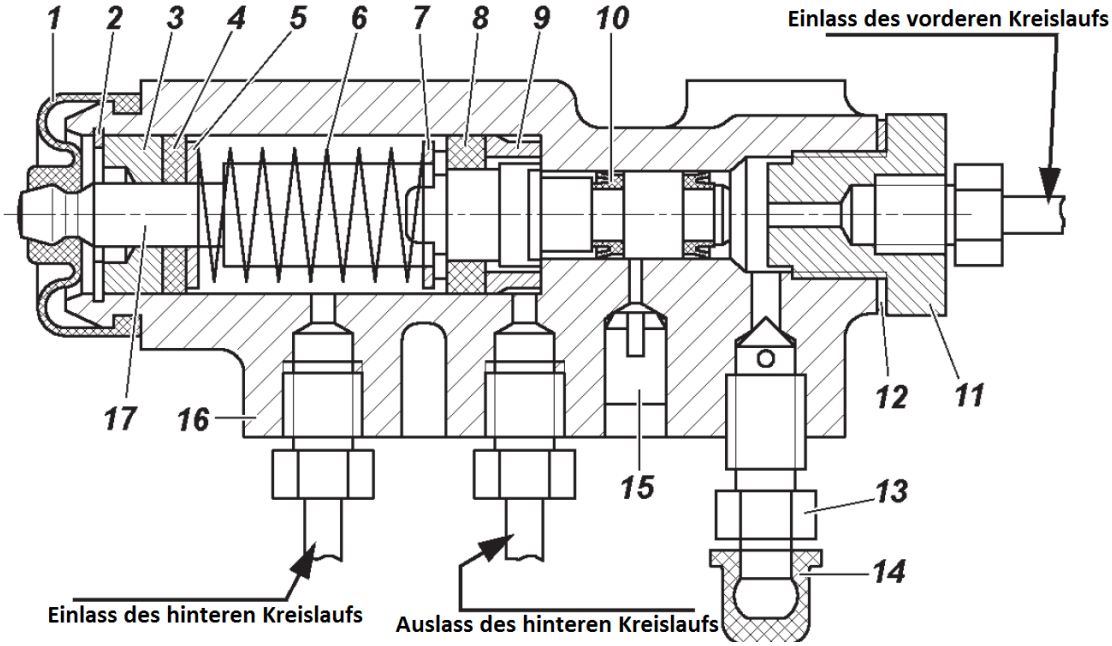
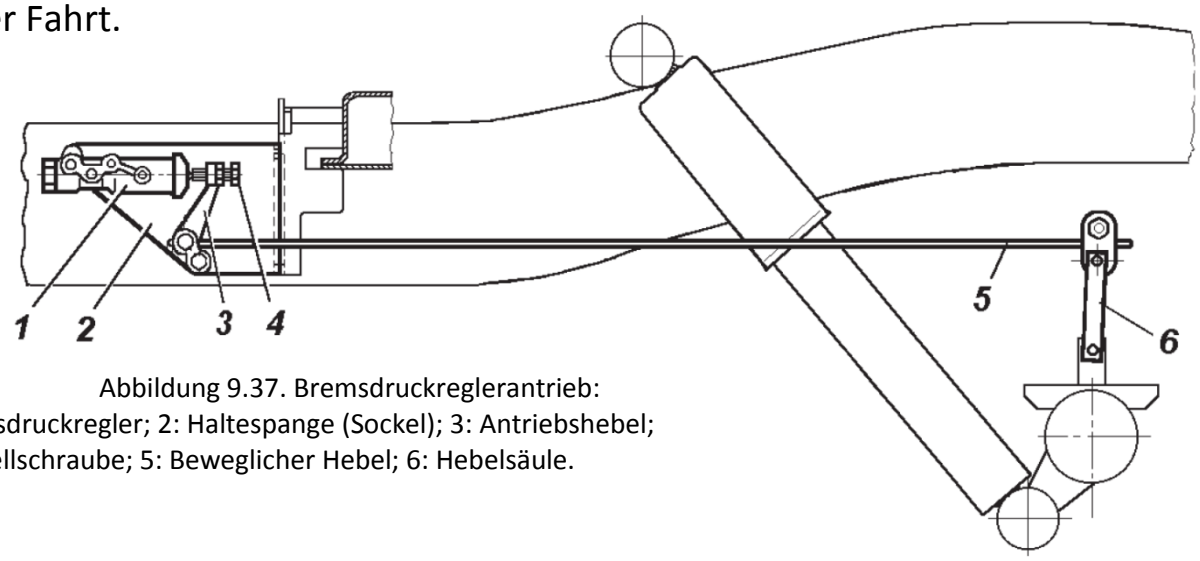

Abbildung 9.36. Bremsdruckregler:
Abbildung 9.37. Bremsdruckreglerantrieb:
Bremsdruckregler (Abbildung 9.36). Während der Wartung ist die einwandfreie Funktionsfähigkeit des Bremsdruckreglers zu überprüfen. Reinigen Sie ihn von Schmutz und kontrollieren Sie seine sichere Befestigung. Schauen Sie sich den Bremsdruckregler an und stellen Sie sicher, dass der Regler und dessen Bauteile keine Beschädigungen aufweisen, keine
Während des Betriebs der Blattfedern und wenn diese ausgetauscht werden, muss die Kraft, die der bewegliche Arm 5 (Abbildung 9.37) auf den Ventilkolben ausübt, eingestellt werden. Folgende Schritte sind dafür notwendig:
3. Ziehen Sie die Schraube 4 an (Abbildung 9.37), bis sie das Ende des Regelkolben 17 (siehe Abbildung 9.36) berührt, indem Sie die Einstellschraube um 1/3 bis 11/3 Umdrehungen (6-8 Kanten des Schraubenkopfes) schrauben.
5. Kontrollieren Sie die richtige Einstellung, während das Fahrzeug fährt. Bremsen Sie das Fahrzeug auf einer geraden Straße mit trockenem Fahrbahnbelag bis die Räder blockieren. Wenn das Ventil in Ordnung ist und die Antriebseinstellungen richtig durchgeführt wurden, sollten die Vorderräder ein wenig eher blockieren als die Hinterräder. Blockieren die Hinterräder zeitiger, schrauben Sie die Schraube 4 (Abbildung 9.37) um 1-2 Kanten des Schraubenkopfes heraus und kontrollieren Sie die Bremsen erneut während der Fahrt.